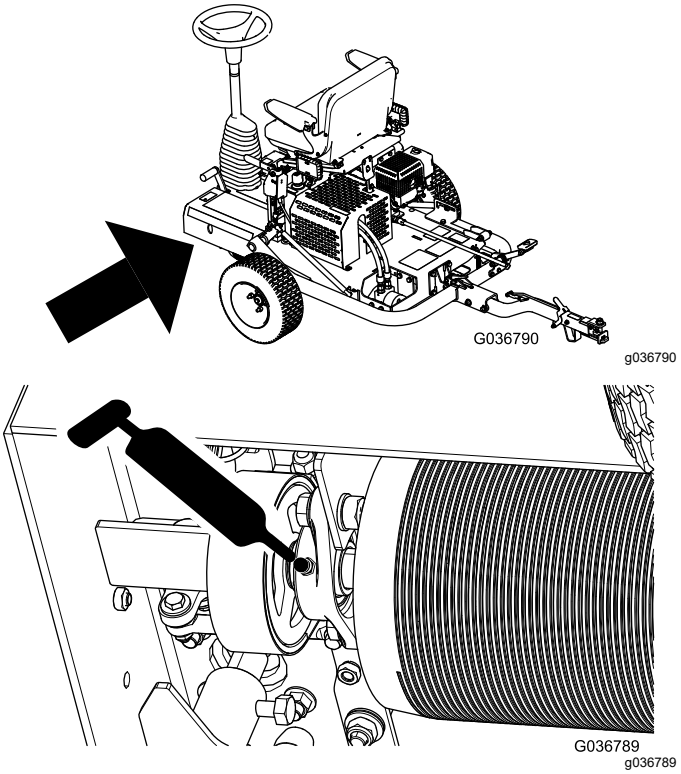

**Рисунок 25**
3. Закачайте консистентную смазку в масленку, как показано на Рисунок 25.